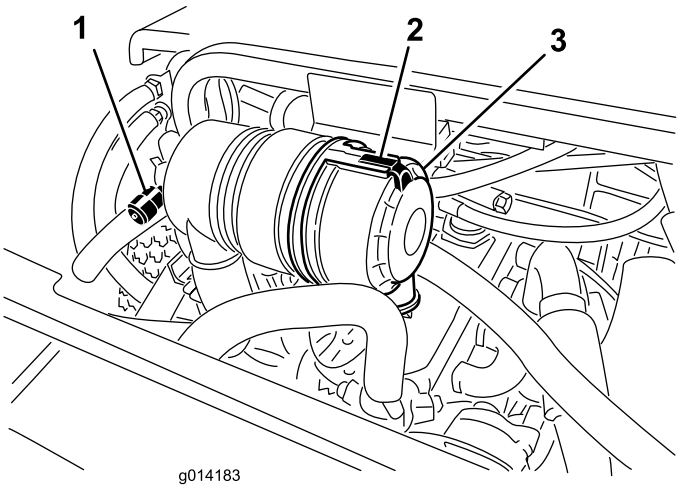

Figur 43
Utför bara service på luftrenarfiltret när serviceindikatorn (Figur 43) anger att det krävs. Om du byter luftfiltret tidigare ökar det risken för att smuts kommer in i motorn när filtret har avlägsnats.
1. Frigör spärren som fäster luftrenarkåpan till luftrenaren (Figur 43).